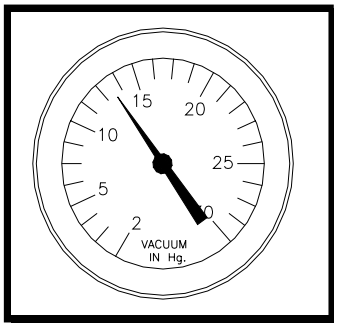

Figure 5-3: Vacuum Gauge
1. With throttle set for maximum machine operating speed, seal the end of the vacuum hose and assure that the vacuum gauge reads between 13-14" Hg. and that air flow is adequate. The vacuum reading must not exceed 14" under any condition, blower and/or engine damage will result. *(See Fig. 5-3)*